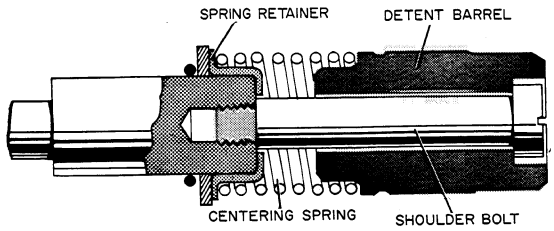

Figure D-15. Shoulder Bolt Design
2. The third method of attaching the detent barrel and centering spring to the Lift Spool is the the use of the shoulder bolt, Figure D-15. The shoulder bolt is found only with the Retained Float mechanism. To disassemble, remove the shoulder bolt, detent barrel, centering spring and spring retainer, Figure D-15.